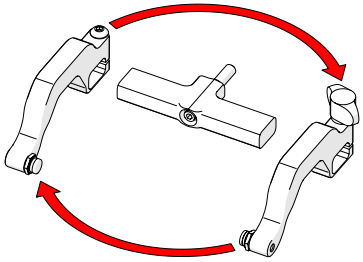

Fig. 108 - Reverse position around yoke
4. Position the removed arms to the opposite sides of the yoke *(Fig. 108)*.